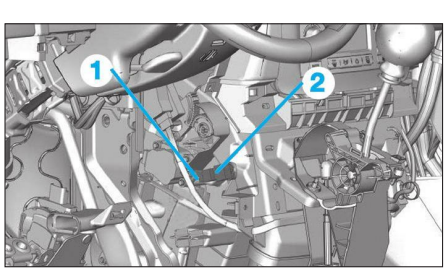

**Fig. 45**
• Déconnecter le connecteur (1) **(Fig.45)**.
• Déposer la sonde (2).